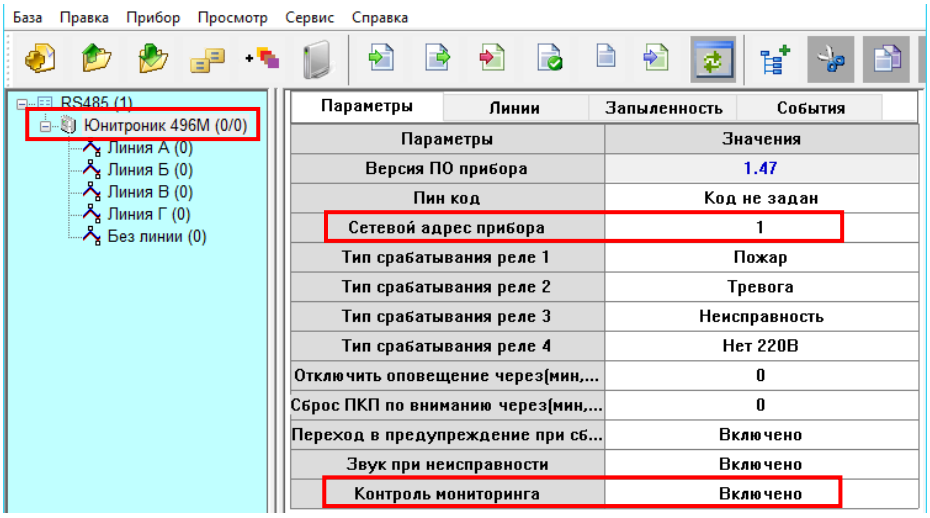

Рис. 3 Установки параметров АПКП «Юнитроник 496М».
2.1.2. При подключении на один порт RS-485 нескольких АПКП Юнитроник-496М необходимо с помощью Конфигуратора установить сетевой адрес прибора от 1 до 8, как показано на рис.3. Адреса не должны повторяться.